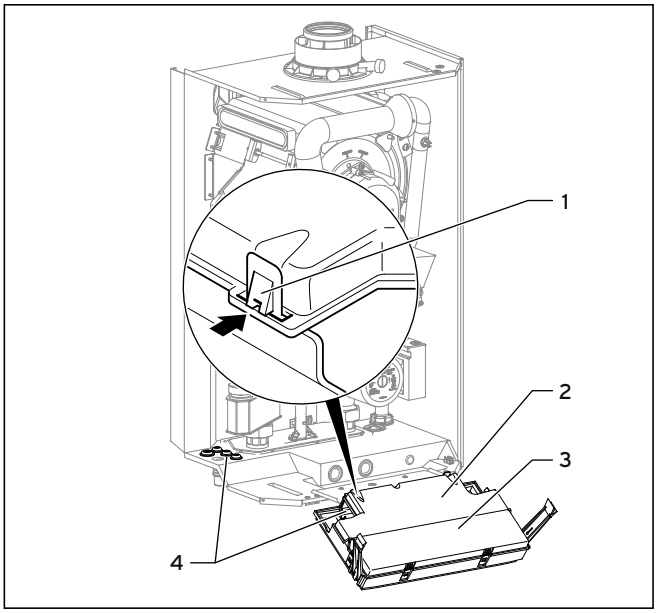

Fig. 5.12 Opening back wall of the electronic box
- Remove the front casing of the boiler (see Chapter 4.8) and tilt the electronic box (**3**) forwards (see Fig. 5.12).
- Unclip the rear cover (**2**) of the electronic box at the fastening points (**1**) and lift it up (see Fig. 5.12)
- Guide the supply lines of the relevant components to be connected through the cable ducts (**4**) on the bottom of the boiler on the left (see Fig. 5.12)